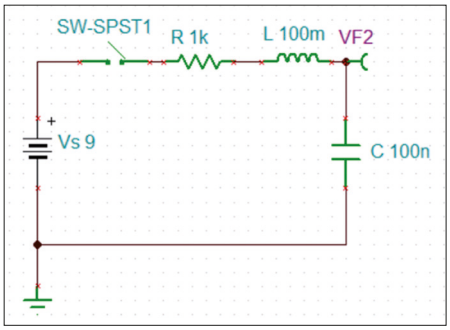

Figure 2.36 Circuit in the simulator.
- Start the simulator and draw the RLC circuit shown in Figure 2.36.